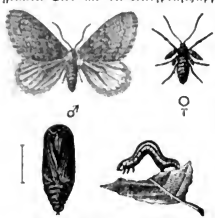

Fig. 82. Geometra brumata.
hinteren Beinen festhalten und den Vorderkörper freitragend vorstrecken (spannen). Vergl. Fig. 82.
G. brumata (Cheimatobia oder Chimatobia br., Hibernia br., Acidalia br.), Frostspanner (Fig. 82). Flug Oktober bis Dezember in Laubwäldern und Obstgärten. Das Männchen fliegt in der Dämmerung, das flügellose Weibchen erklettert mit seinen langen Beinen die Bäume und legt die grünen Eier an die Knospenschuppen, Blattstiele oder Stämme, wo sie überwintern. Die Raupe zehnfüßig, anfangs grau, später gelbgrün mit etwas helleren Längsstreifen, Länge bis 2 cm, erscheint im Mai, lebt in lockerem Blattgespinst, frißt anfangs Knospen aus,